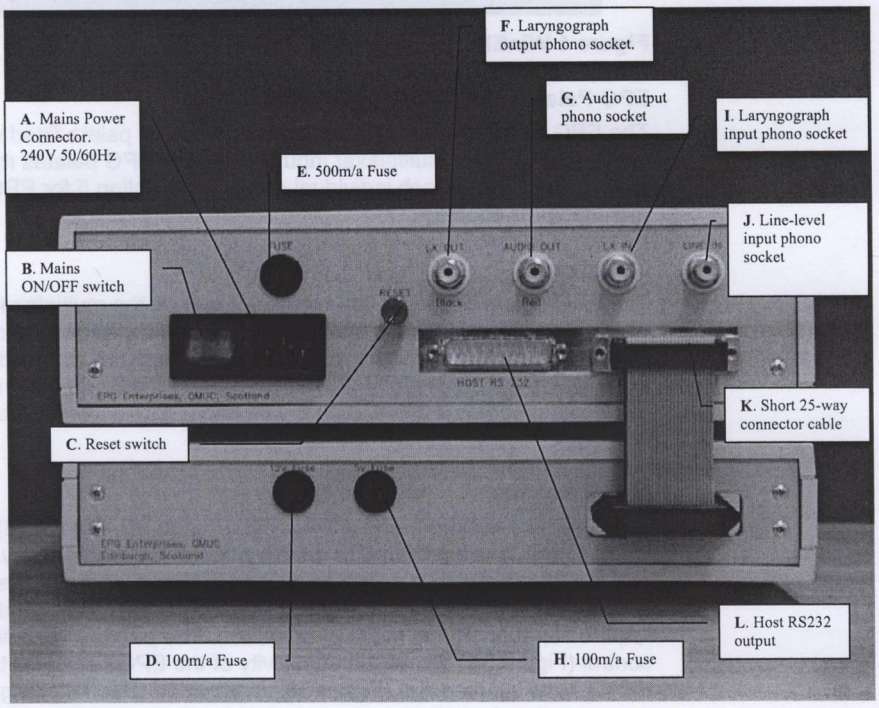
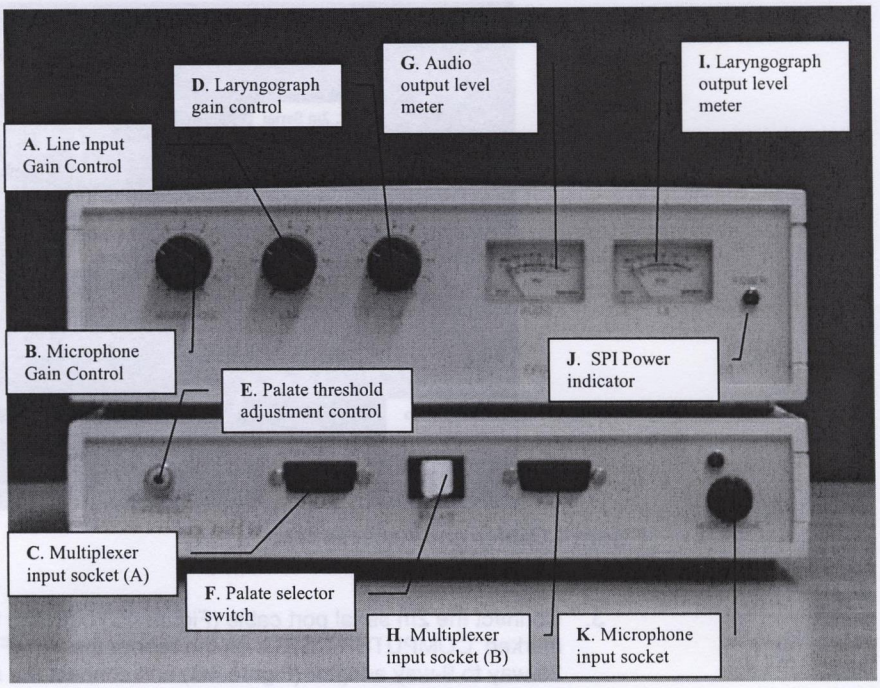
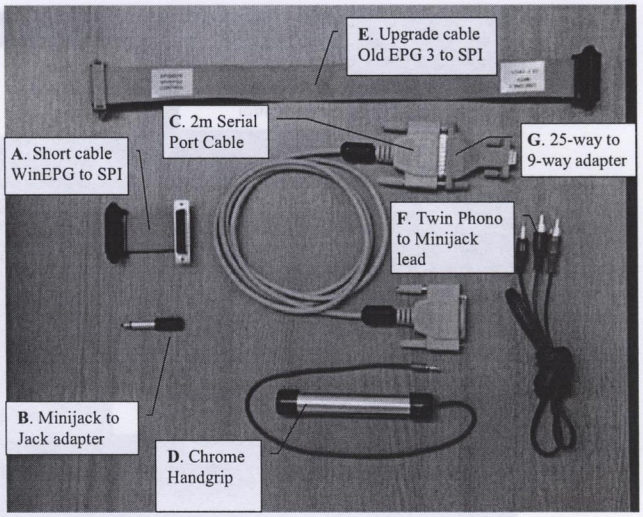
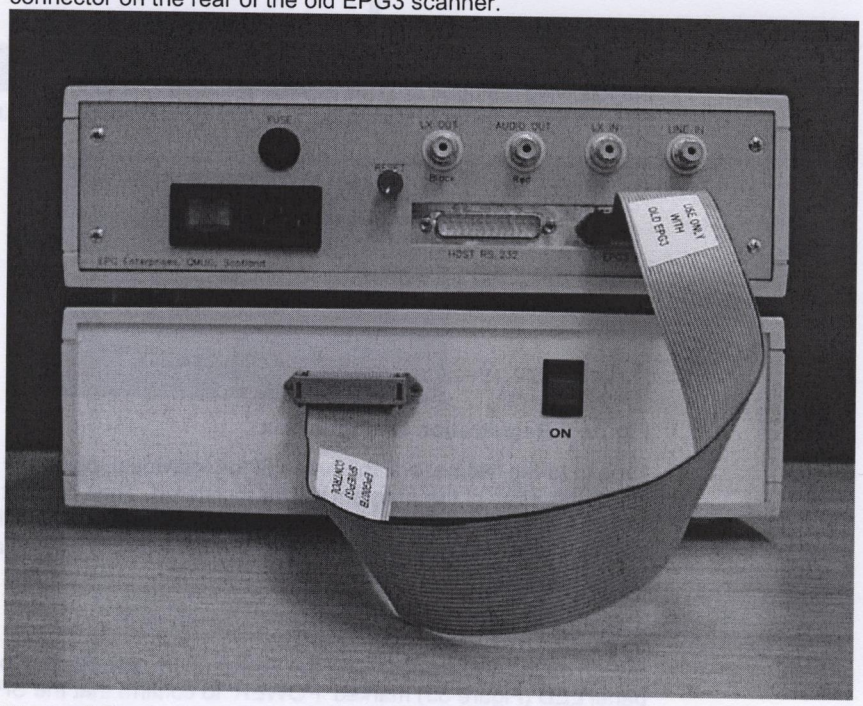

Figure 2 Rear Panel of SPI unit and EPG3 Scanner
Figure 3 Front Panel of SPI unit and EPG3 Scanner
Figure 4 Cables and Accessories
Figure 8 Rear panel of SPI and Old DOS EPG3 Scanner
Two input connectors marked 'PALATE' (Figure 3**C,** Figure 3**H**) (or A and B on the old EPG 3) are provided to enable a therapist to alternately view the client and the therapist's own palate for demonstration purposes. The white switch (Figure 3**F**) is used to select either input A or input B. A second multiplexer is required to support this mode of operation. The palate threshold adjustment control (Figure 3**E**) allows the sensitivity of the EPG3 scanner to be adjusted. A microphone input socket (Figure 3**K**) is provided (See following SPI section for more details). An indicator above the microphone socket lights up when the EPG3 scanner is properly connected and receiving power from the SPI unit.
The Serial Port Interface (SPI) powers the EPG3 scanner and controls its operation in response to instructions from the host computer. The SPI sits on top of the EPG 3 scanner and is connected to the EPG 3 scanner by a short cable from the 25-way D connector on the rear panel of the EPG3 scanner (Figure 2**K**), marked 'EPG CONTROL', to the connector on the rear panel of the SPI marked 'EPG3 CONTROL'. *NB. A different cable is required to connect the old DOS EPG 3 unit. See upgrade section.* The SPI is connected to the computer serial port (usually marked COM1 or COM2 or sometimes '10101' or RS232) using the 2m
serial cable (Figure 3**C**) plugged into the connector on the rear panel of the SPI marked 'Host RS232'. The SPI unit provides pre-amplification for a microphone plugged into the EPG 3 scanner. The line-level preamplifier output is taken from the phono socket on the rear panel of the SPI marked 'AUDIO OUT' (Figure 2**G**). The SPI is designed to take the input from a Laryngograph and pre-amplify it. The Laryngograph can be connected to the phono socket marked 'LX IN' (Figure 2**I**) and the line-level Lx output is taken from the phono socket marked 'LX OUT' (Figure 2**F**), both on the rear panel of the SPI. For convenience a fourth phono socket marked 'LINE IN' allows any line level signal to be connected to the SPI. Note that this signal will be fed to the 'AUDIO OUT' connector and should not be used when a microphone is plugged in to the EPG 3 scanner.
- **Microphone**. (Figure 3**B**) Gain control for the microphone plugged into the EPG3 scanner.
- **Line**. (Figure 3**A**) Gain control for the line-level input to the SPI
- **Lx**. (Figure 3**D**) Gain control for the Laryngograph plugged into the SPI.
There are two meters on the front panel marked 'AUDIO' (Figure 3**G**) and 'LX' (Figure 3**I**), which indicate the signal levels for the microphone and Laryngograph respectively.
2. Connect the SHORT 25-way ribbon cable (Figure 4**A**) between the connector marked 'COMPUTER' on the rear of the EPG 3 scanner and the connector marked 'EPG CONTROL' on the rear of the SPI. IMPORTANT: Only the short 10cm 25-way cable supplied should be used. Any other cable may cause serious damage to the system. See below if you are upgrading from the old DOS EPG system as a different cable is used.
3. Connect the 2m serial port cable (Figure 4**C**) between the connector marked 'COMPUTER RS232' on the rear of the SPI (Figure 2**L**) to the 25-way to 9-way adapter (Figure 4**G**) and connect the adapter to the 9-pin serial port connector on the back of your PC. The serial port connector may be marked as 'COM 1' or '10101'.
5. Switch on the green power switch on the rear panel of the SPI (Figure 2**B**). After 6 seconds you should hear a beep. If not check that orange light on the front panel of the SPI marked 'POWER' is illuminated. If the switch is not illuminated there is no power reaching the SPI.
6. Plug the multiplexer cable into one of the sockets marked 'PALATE' on the front of the EPG 3 scanner and make sure that the white palate selector switch (Figure 3**F**) is pointing towards this socket.
7. Plug the chrome handgrip (Figure 4**D**) into the multiplexer.
Alternatively: If your sound card has a line-level input, you may plug your microphone into the socket on the front of the EPG3 (Figure 3**K**) scanner unit. A Power Supply Adapter is now supplied with the system to provide phantom power for the supplied condenser headset microphone.
Connect the twin phono to minijack lead (Figure 4**F**) from the red and black phono connectors marked 'AUDIO OUT' and 'LX OUT' on the rear panel of the SPI to the line level input socket on your sound card. Be careful to match the red and black plugs to the red and black sockets.
The installation procedure is the same as for the WinEPG system with one important exception. The cable connecting an old EPG3 scanner (Figure 8) is wired differently to the new EPG3 scanner (green panels). The upgrade cable (Figure 4**E**) is also longer to account for the different position of the 'COMPUTER' connector on the rear of the old EPG3 scanner.
Switch on the SPI by operating the switch on its rear panel. Observe the front panel LED (Figure 3**J**) marked 'POWER' to confirm that the SPI is powered. Observe the similar LED on the front panel of the EPG3 scanner to confirm that the EPG3 scanner is powered.
If using line-level input (see WinEPG hardware setup 10. above), then check that the audio meter (Figure 3**G**) is responding to the microphone signal. Adjust the control knob marked 'Microphone' until the needle on the meter rises above 8 but below 0 while speaking into the microphone.